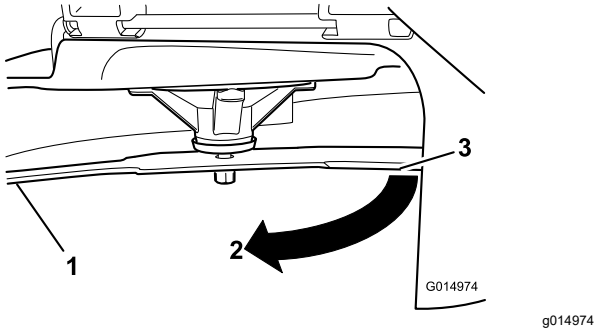

Figuur 59
3. Gemeten afstand tussen mes en de ondergrond (A)
4. Draai hetzelfde mes 180 graden, zodat de maairand aan de andere kant nu in dezelfde stand staat (Figuur 59).